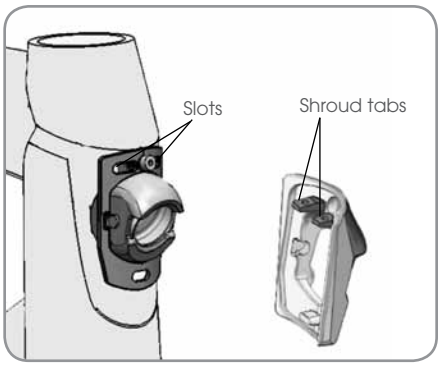
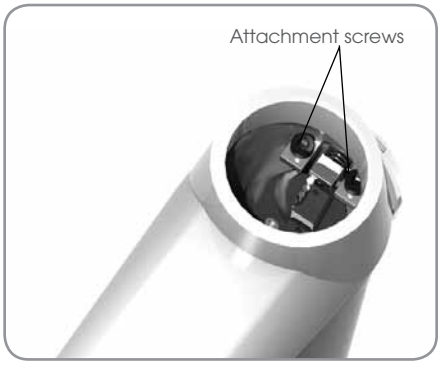

Figure 17. Shroud tabs and head tube slots
Figure 18. Headlight fasteners
5. Place the shroud over the headlight with the shroud tabs inserted through the head tube slots (Figure 17). From inside the head tube, insert the two attachment screws (Figure 18).